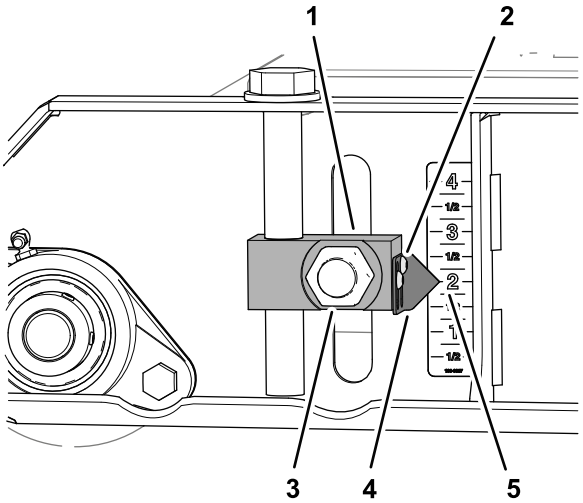
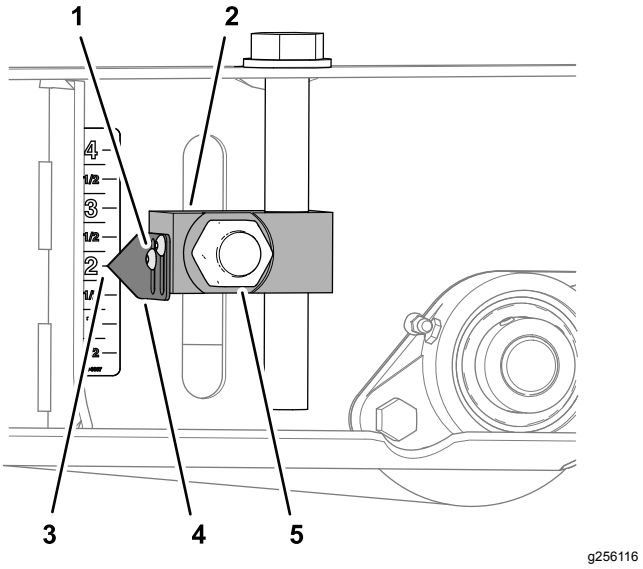

Figur 76
Figur 78
3. Lossa de två insexskruvarna som fäster markören på klipphöjdsjusteringsblocket. Ställ in markören på 2-tumsmarkeringen på dekalen och dra åt skruvarna (Figur 76).
6. Lossa insexskruvarna som fäster de två markörerna på klipphöjdsjusteringsblocket, rikta in markörerna på 5,08 cm (2 tum) på dekalen och dra åt skruvarna (Figur 78).
7. Dra åt de fyra muttrarna som fäster de fyra klipphöjdsjusteringsblocken (Figur 76 och Figur 78) till de främre och bakre valsarna till 322–396 Nm.